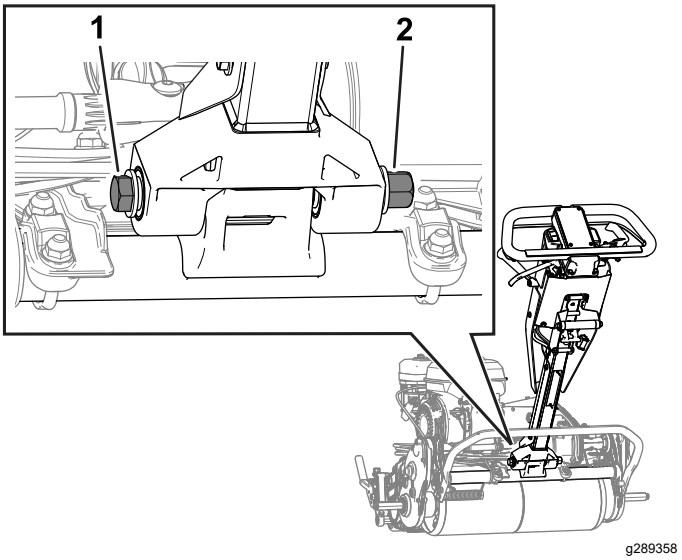

Figur 43
2. Løsne bolten og mutteren som vist i Figur 43.